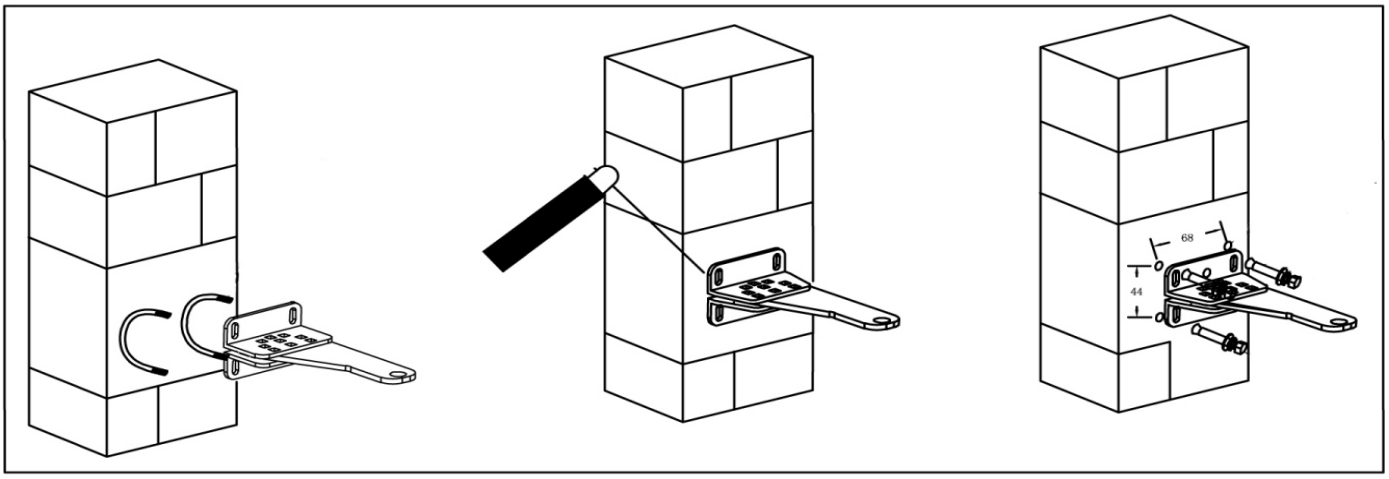

Рис. 9 Варианты крепления заднего кронштейна привода
- Закрепите заднее крепление на столбе, крепление можно прикрутить или приварить к столбу (Рис. 9). Убедитесь, что крепление установлено горизонтально. Крепление должно быть собрано и установлено жестко.